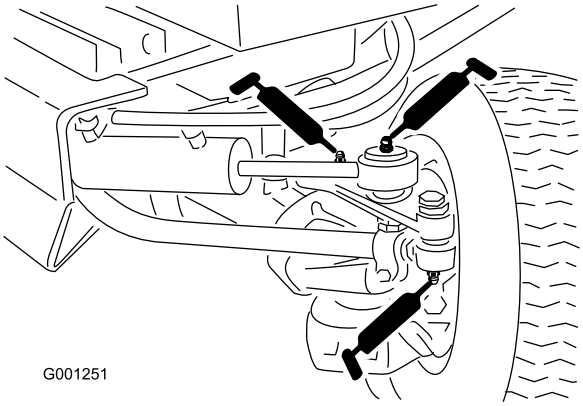

Figur 46
- Parallellstagender (2) (Figur 46)
- Sylinderstangender (2) (Figur 46)
- Styretapper (2) (Figur 46)
- Akselens dreiebolt (Figur 46)